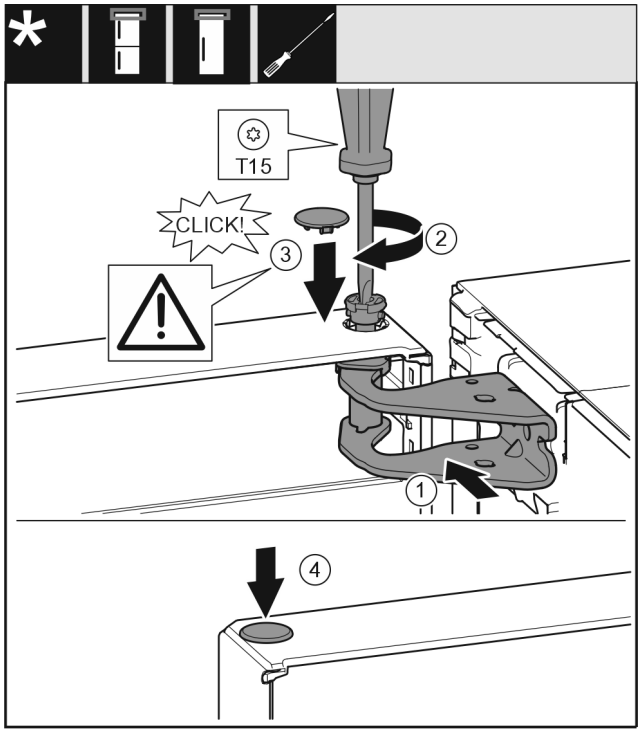

Fig. 23
- ▶ Vrata zgoraj poravnajte z odprtino v ležajnem podstavku *Fig. 23 (1)*.
- ▶ Vstavite sornik *Fig. 23 (2)* in ga zategnite z izvijačem.
- ▶ Vstavite pokrov *Fig. 23 (3)*.
- ▶ Preverite, ali pokrov *Fig. 23 (3)* pravilno leži na vratih.
- ▶ Vstavite pokrov *Fig. 23 (4)*.